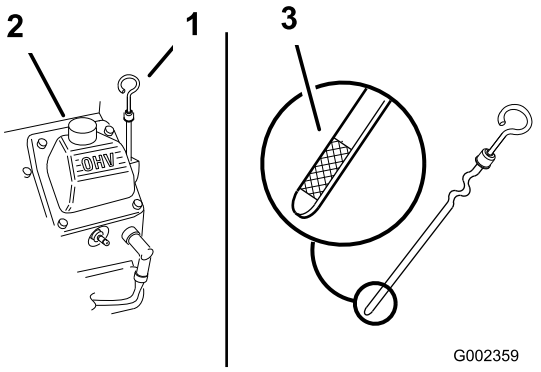

Figuur 16
2. Maak de omgeving van de peilstok schoon (Figuur 16), zodat er geen vuil in de vulopening kan komen, waardoor schade aan de motor kan ontstaan.
3. Verwijder de peilstok uit de buis en veeg deze schoon. Schuif daarna de peilstok weer helemaal terug (Figuur 16).
Het oliepeil moet tot aan de vol-markering "Full" op het metalen uiteinde van de peilstok reiken (Figuur 16).
5. Als het oliepeil beneden de vol-markering "Full" staat, verwijdert u de vuldop (Figuur 16) en vult u bij met olie totdat het oliepeil de vol-markering "Full" op de peilstok bereikt. **Niet te vol vullen**.